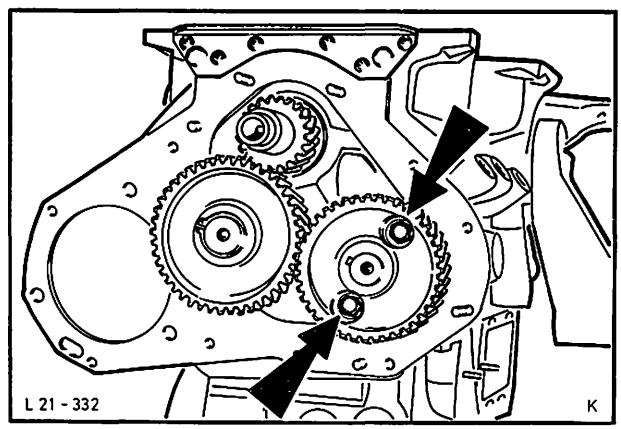

Abb. 50 Nockenwelle mit Zahnrad ausbauen
21. Nockenwelle ausbauen (2 Schrauben), Abb. 50, und mit Hilfe einer Presse aus dem Zahnrad drücken. Halteplatte nach Entfernen der Scheibenfeder abnehmen.